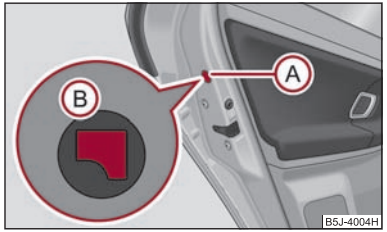

Fig. 28 Bloqueo de emergencia de la puerta
- Desmontar el paramento (A) ⇒ fig. 28.
- Insertar la llave en la abertura debajo del paramento y empujar la palanca de inmovilización (B) hacia dentro hasta el tope.